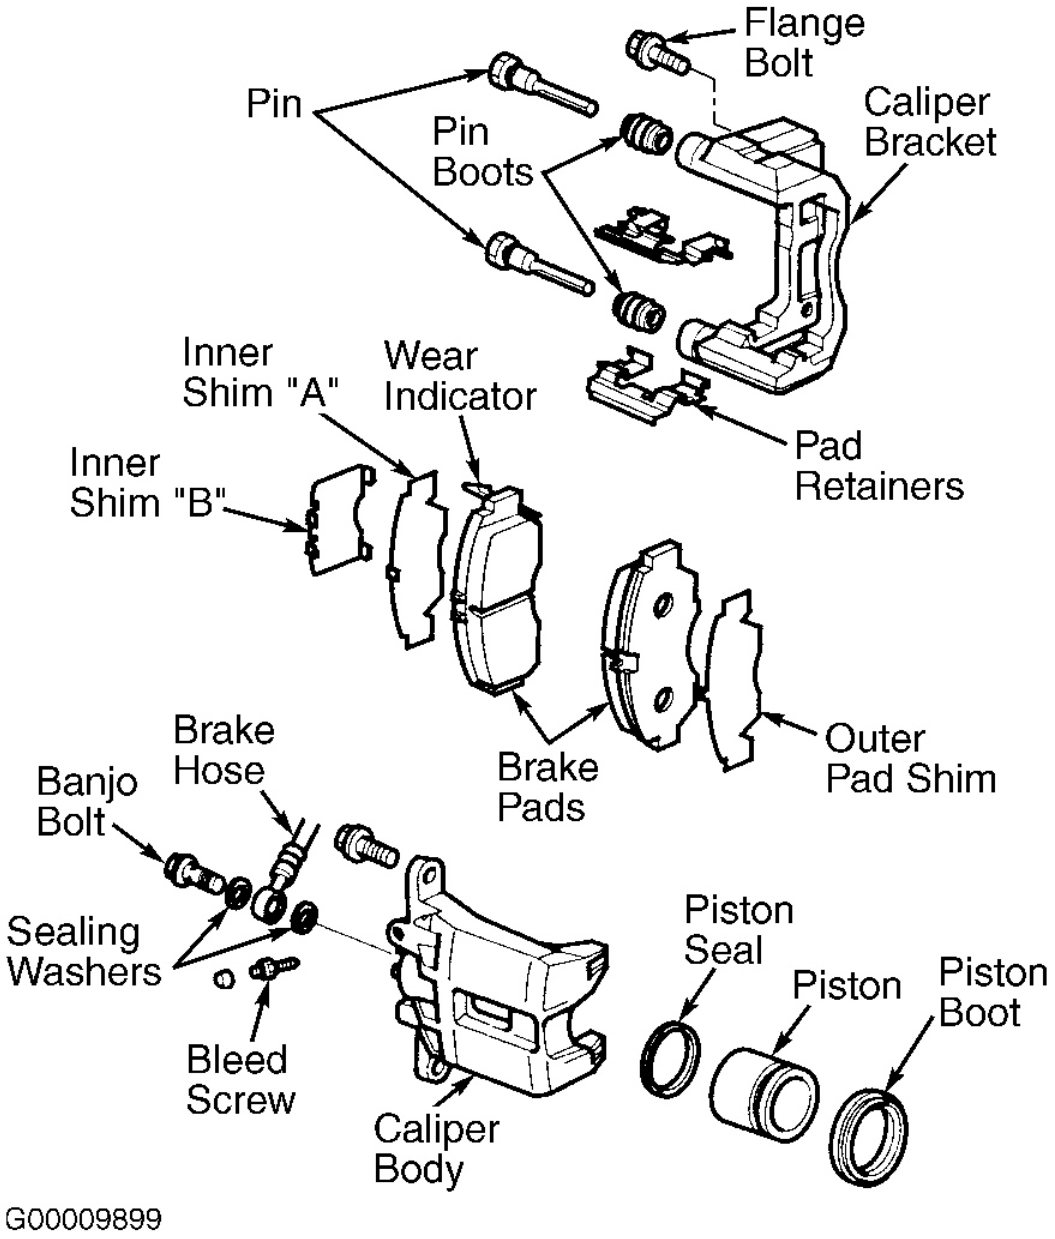
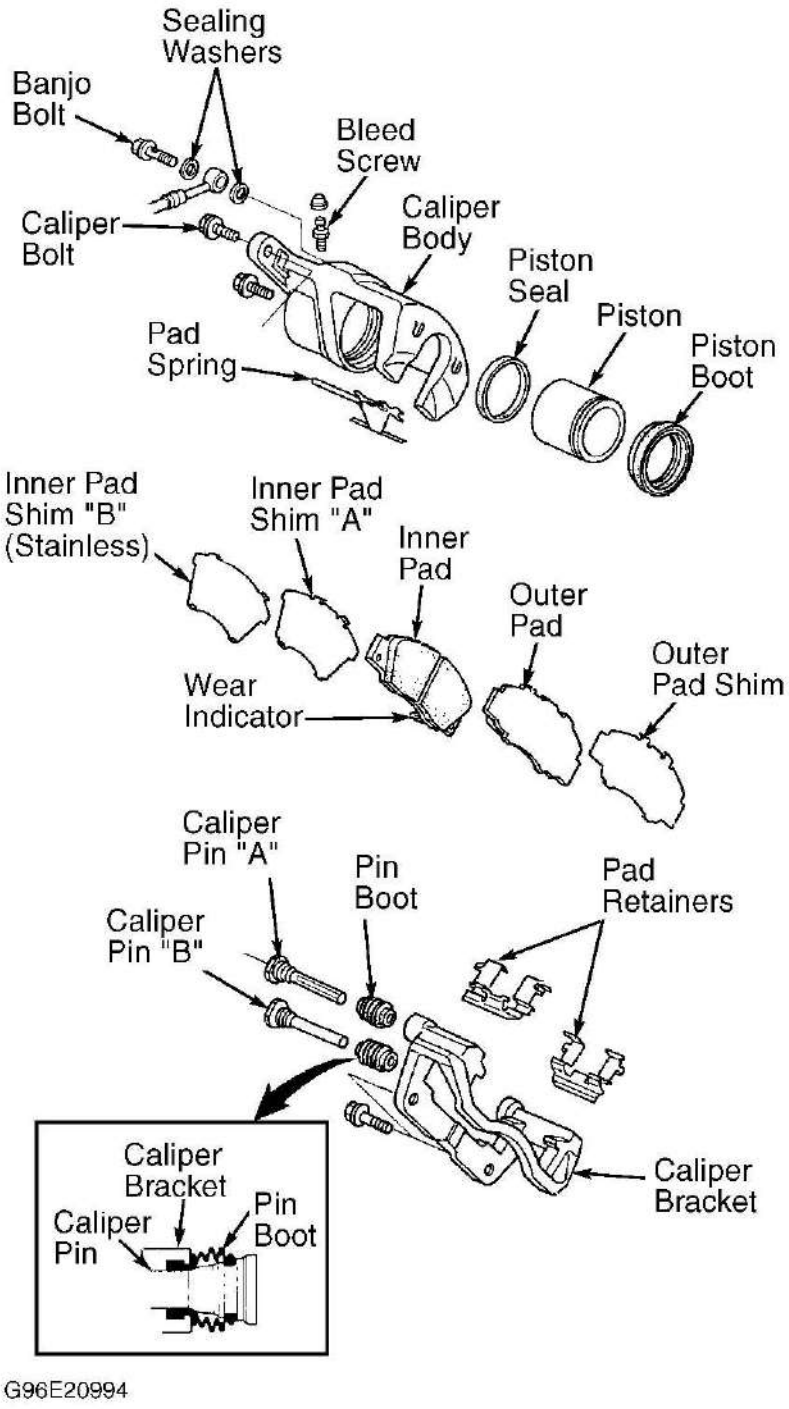

Fig. 14: Exploded View Of Front Brake Caliper (MDX, 3.2CL & 3.2TL)
Fig. 15: Exploded View Of Front Brake Caliper (3.5RL)
2. Remove pads, pad shims, and pad retainers. Measure thickness of brake lining. Minimum brake pad thickness is .06" (1.60 mm). Clean caliper and bracket, and check for cracks or grooves. Check disc rotor for damage and cracks. Repair or replace as necessary. See **Fig. 14** or **Fig. 15** .